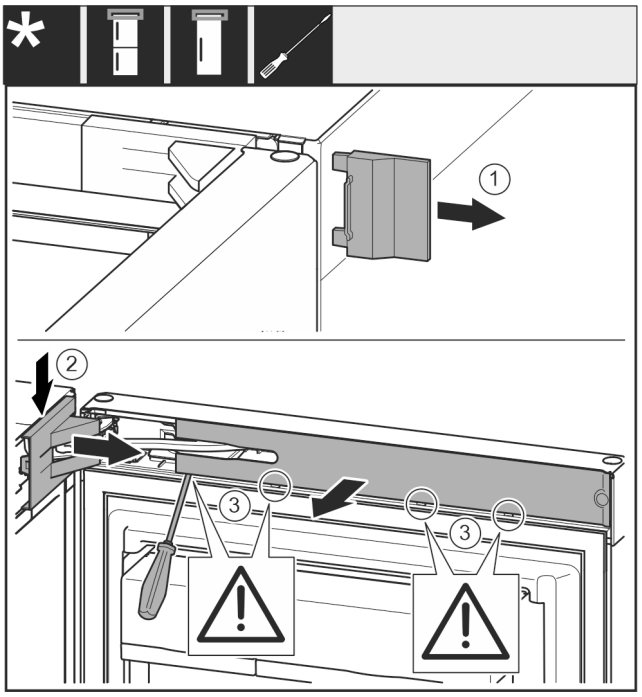

Fig. 8
▶ Sejměte kryt *Fig. 8 (1)*.
▶ Odjistěte a uvolněte kryt stojanu ložiska *Fig. 8 (2)*.
▶ Sejměte kryt stojanu ložiska *Fig. 8 (2)*.
▶ Plochým šroubovákem vyjměte záslepku *Fig. 8 (3)* a otočte ji ke straně.